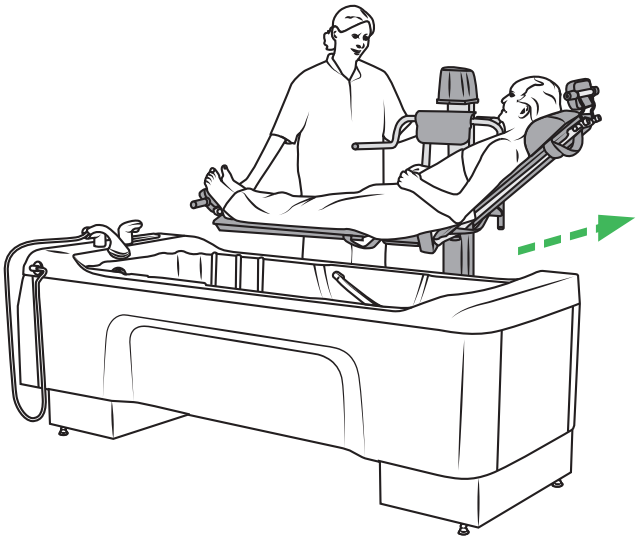

Abbildung 50
4. Den Badeliegelifter manuell über die Seite der Classic Line 2 Badewanne herausziehen. Siehe Abbildung 50.